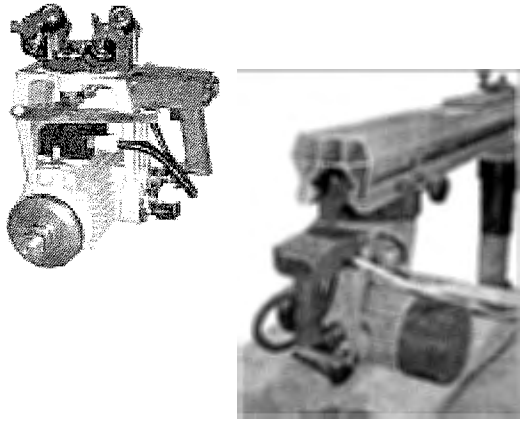

Fig. 10
16. Inserire il gruppo operante nelle guide situate all'interno delle braccio portante. *Nell'eseguire questa operazione fare molta attenzione alla posizione dei raschia polveri. Una posizione sbagliata può rovinare tale elemento rendendolo inefficace.* Fig. 10.
16. Fit the cutting unit into the guides located inside the supporting arm. *When you are carrying out this operation, pay particular attention to dust scraper. An incorrect position can damage this part and render it ineffective.* Fig. 10.